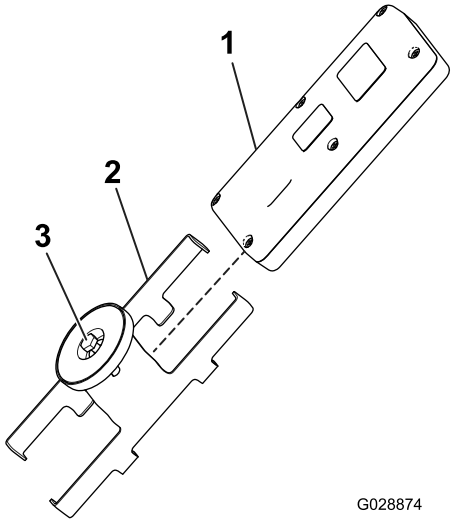

Figur 13
5. Monter den håndholdte fjernbetjening i fjernbetjeningens magnetiske beslag, skub de to dele sammen, så fjernbetjeningen fastgøres, og tilspænd bolten i magneten (Figur 13).